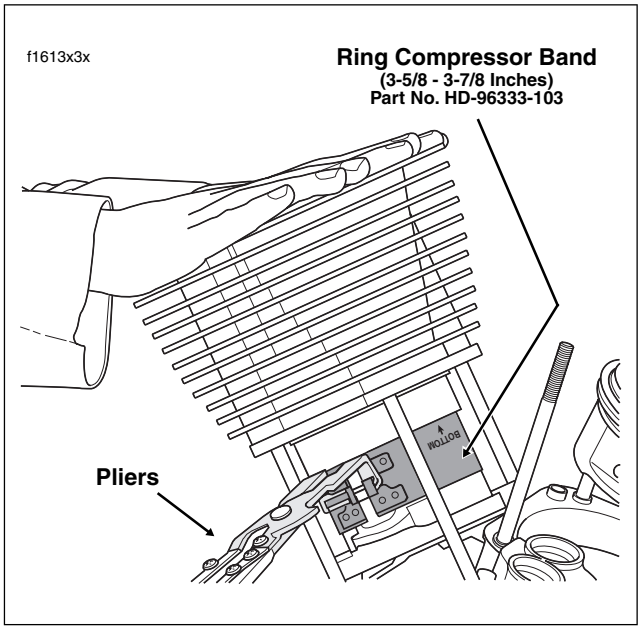

Figure 3-32. Install Cylinder
e. Place the palms of both hands at the top of the cylinder. Push down on the cylinder with a sharp, quick motion to pass the piston ring area. See Figure 3-32.